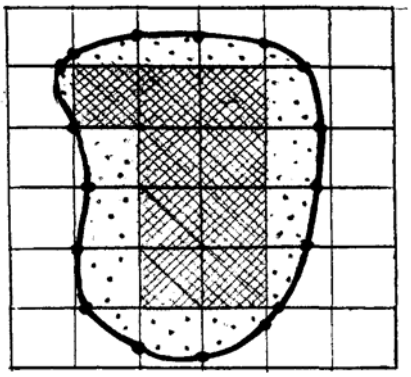

Рис. 2. Подсчет площади водосборного бассейна палеткой
8. Измерить площадь бассейна графическим способом – квадратными палетками [1, 5]. Палетки изготавливают из прозрачного материала – лавсана, пленки, кальки. Размер квадратов принять 2–5 мм. Площадь участка, определяемая квадратной палеткой, складывается из суммы площадей квадратов, закрывающих фигуру (рис. 2). Подсчитывают число целых квадратов *n*, площади неполных фигур учитывают на глаз. В соответствии с масштабом карты или плана вычисляют площадь отдельного квадрата, и затем площадь всей фигуры.